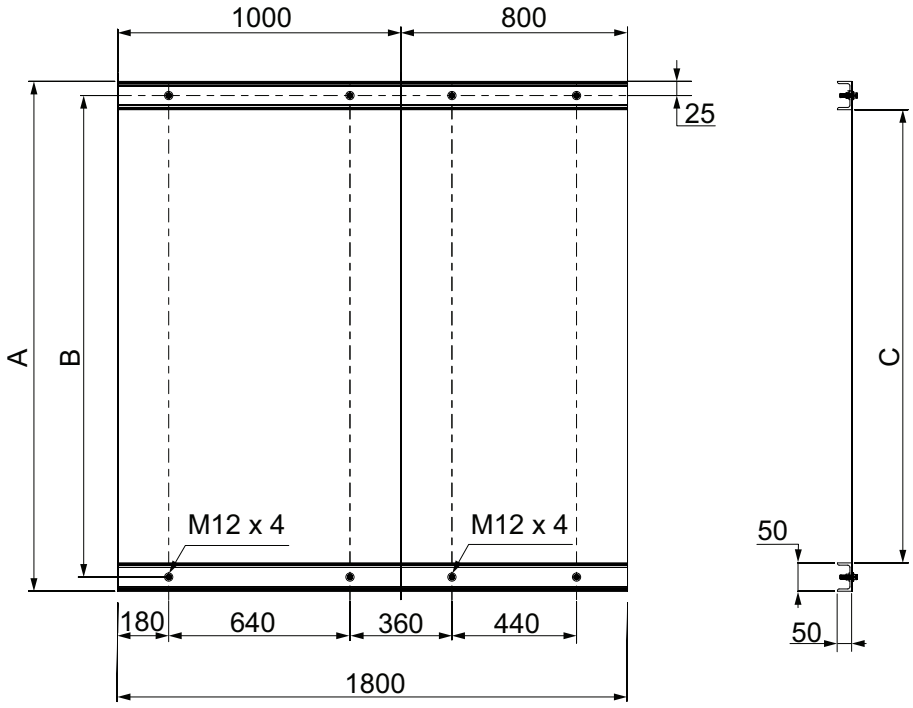

Figure 28
1. Drill holes into the C-channel frames at the intended cubicle fastening points, refer to Figure 28.